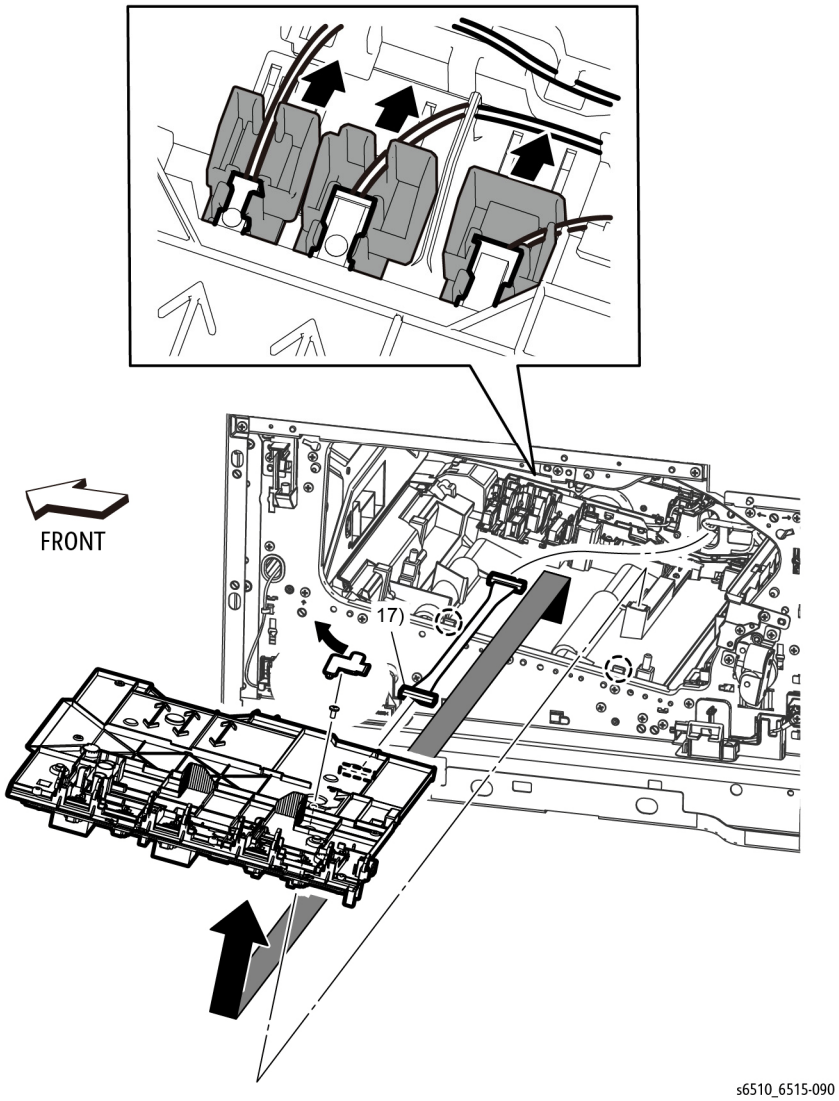

Figure 1 Remove the HVPS Guide Assembly (MFP)
8. Refer to Figure 1 to remove the HVPS Toner Cover, REP 18.2.3.
9. Refer to Figure 1 to remove the screw (silver, M3x6mm) located under the HVPS Toner Cover.
10. Refer to Figure 1 to push the faston holders in the direction of the arrows to remove the faston terminals (P/J501, P/J502, T601).
11. Refer to Figure 1 to unplug the connector (P/J101) from the HVPS Guide Assembly.
12. Refer to Figure 1 to release the two hooks and remove the HVPS Guide Assembly in the direction of the arrow.